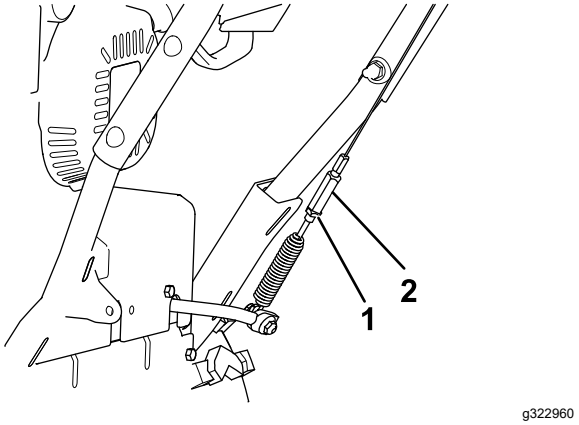

Figur 36
5. Lossa kontramuttern (Figur 36).
6. Lossa eller dra åt spännmuttern som reglerar kabelanspänningen (Figur 36).